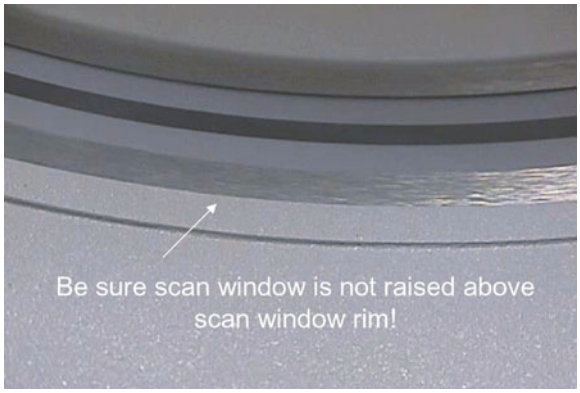

Figure 8-34 Correct Scan Window Alignment
10.) Install the scan window and check that the scan window is not raised higher than the front or rear cover at any location on the circle and that the window is not wrinkled. See Figure 8-34.